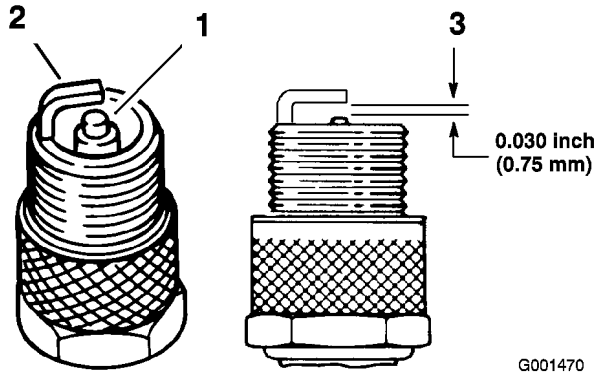

Figur 36
3. Kontrollera sidoelektroden, mittelektroden och mittelektrodsisolatorn så att de inte är skadade (Figur 36).
4. Justera luftgapet mellan mitt- och sidoelektroderna till 0,762 mm (Figur 36). Montera tändstiftet med ett gap av rätt storlek och dra åt stiftet till 20 Nm.